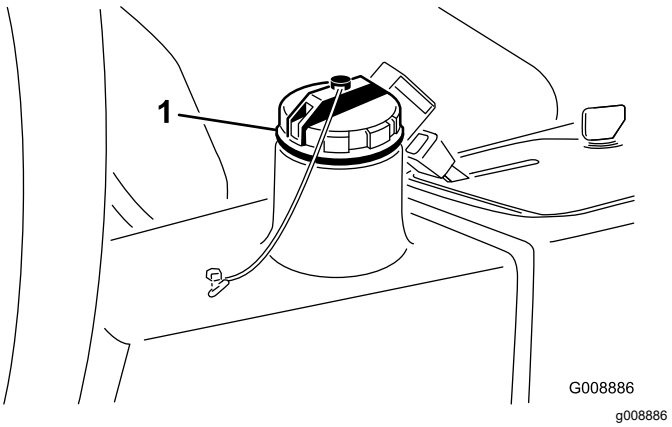

**Figur 79**
4. Fyll tanken (Figur 79) med cirka 13,2 liter hydraulvätska. Se Kontrollera hydraulsystemet (sida 48).